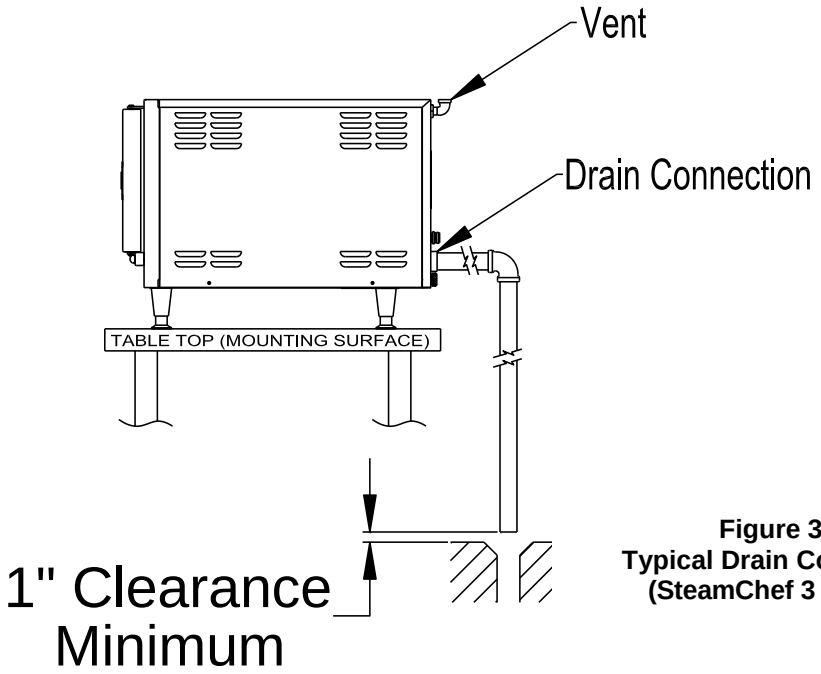

Figure 3-8
2. Connect the drain to a free air vented drain line. See Figure 3-8.
3. Free air venting requires a minimum 1” clearance between the end of the drain line and the top of the floor drain. See Figure 3-8.
11. Connect the drain to the appliance. See Figure 3-8.